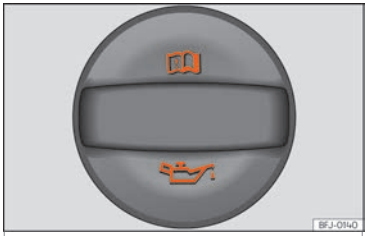

Fig. 242 Dans le compartiment-moteur : bouchon de l'orifice de remplissage d'huile moteur.
- Dévissez le bouchon de remplissage d'huile moteur ››› **fig. 242**.